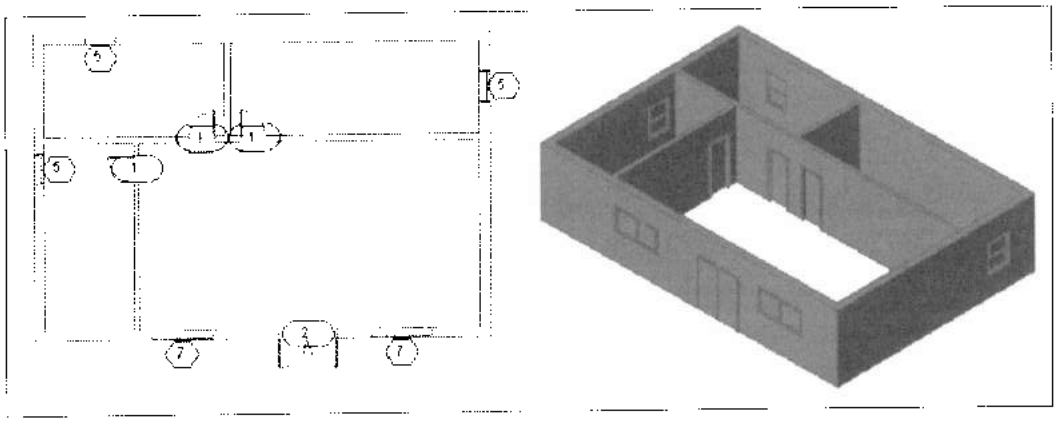

Рис. 29.9. *Вид модели после возврата ее в стадию Existing*
c. В свойствах вхождений выделенной группы элементов выбрать в разделе **Phasing** для параметра **Phase Created** (Стадия создания) значение *Existing*. После возвращения на вид *Уровень 1-Исходный* все элементы модели здания отображаются уже серыми линиями, поскольку для рассматриваемого вида, в котором для параметра **Phase** сохраняется еще значение по умолчанию *New Construction* (Новая конструкция), элементы модели теперь считаются созданными на стадии *Existing* (рис. 29.9,а). На виде {3D}, в свойствах которого для параметра **Phase** также сохраняется значение по умолчанию *New Construction*, в старых стенах будут отсутствовать проемы для окон и дверей (см. рис. 29.9,а).